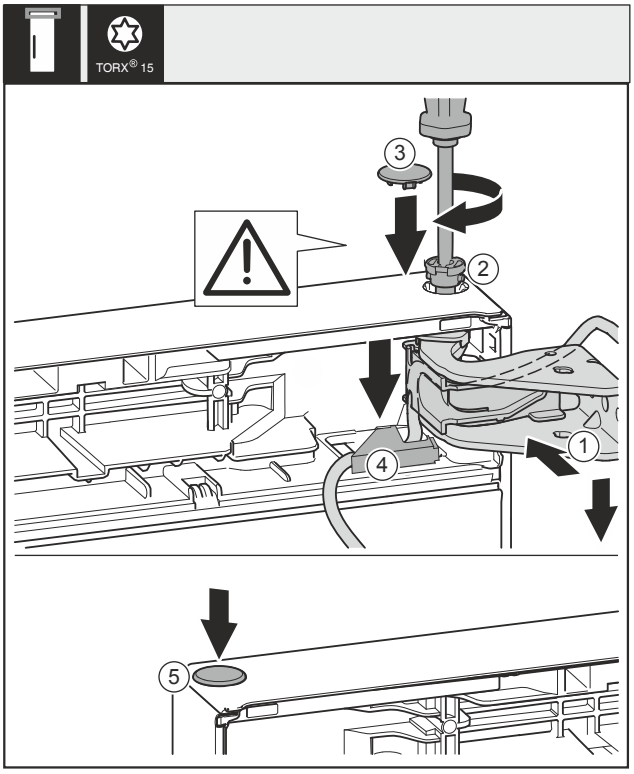

Fig. 45
▶ 将门的上方对准托架 *Fig. 45 (1)*中的开口。
▶ 放入螺栓 *Fig. 45 (2)*并用螺丝刀拧紧。
▶ 安装冰箱门安全装置的安全盖：放入安全盖 *Fig. 45 (3)*并检查其是否在门上。此外将螺栓完全插入。
▶ 将盖板 *Fig. 45 (4)*安装并朝下按压，直到其卡入到位。
▶ 放上堵头 *Fig. 45 (5)*。